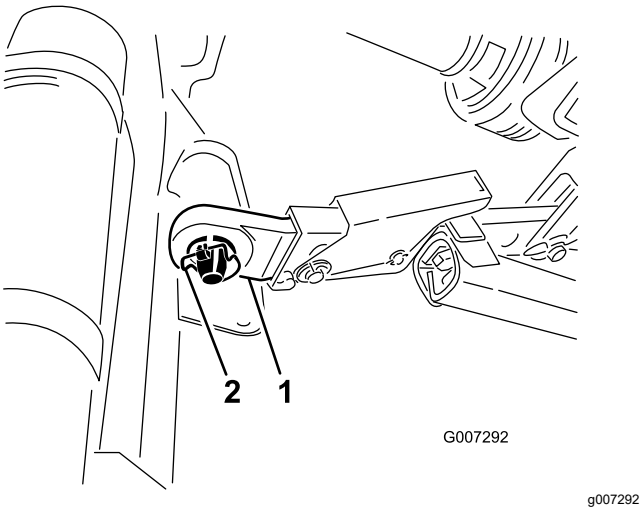

Figur 6
5. Sätt i de högra och vänstra nedre länkarmarna i hakbultarna (Figur 6).
6. Fäst de nedre länkarmarna på hakbultarna med hjulsprintarna (Figur 6).